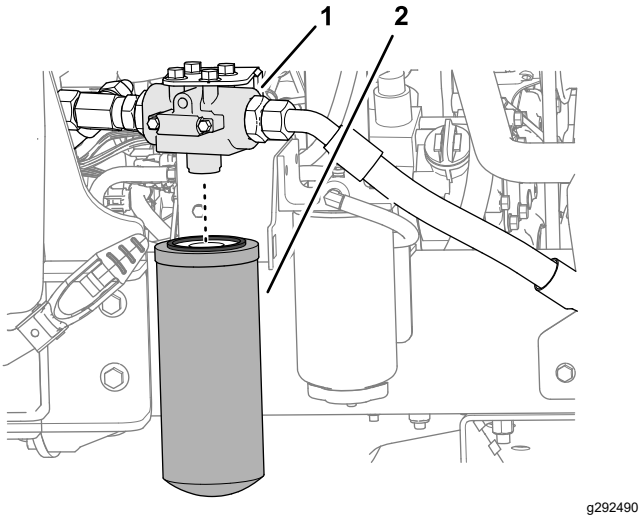

Figur 71
3. Rengør området omkring filterhovedet på venstre side af maskinen, og anbring en drænbakke under filteret (Figur 71).
4. Fjern returfilteret (Figur 71).
6. Monter filteret på filterhovedet, og tilspænd filteret med hånden, indtil pakningen berører monteringsoverfladen. Drej det derpå endnu ½ omgang (Figur 71).